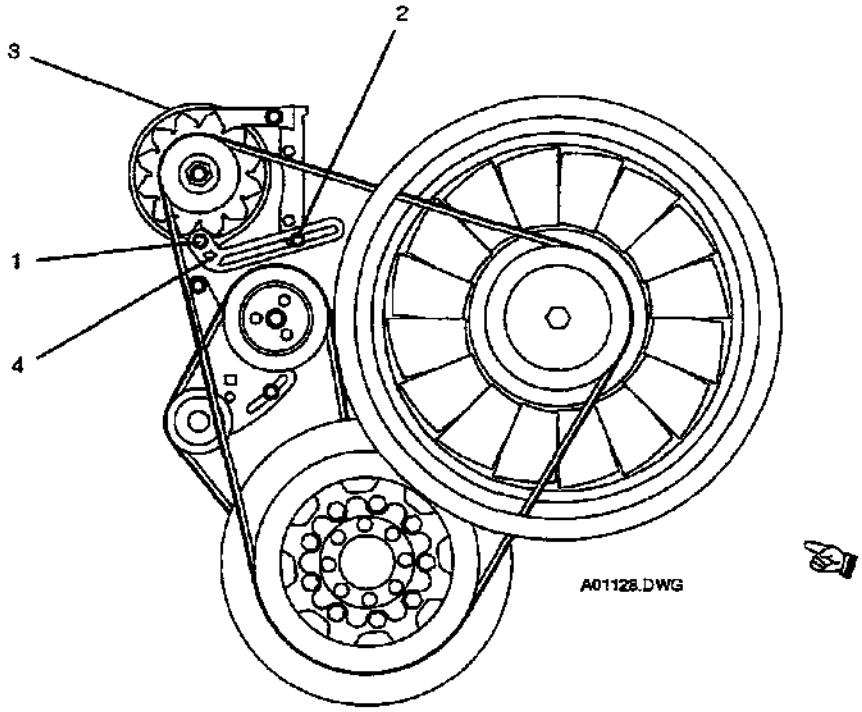

FIGURE 1. ALTERNATOR BELT ADJUSTMENT POINTS
(1) Loosen mounting bolt (1, Figure 1), adjusting bracket bolt (2).
(2) Insert square wrench (3/8" drive ratchet) in square (4).
(3) Adjust alternator (3) in or out to achieve correct adjustment.
(4) Tighten adjusting bracket bolt (2). Tighten mounting bolt (1). Remove warning tag. Return unit to service.